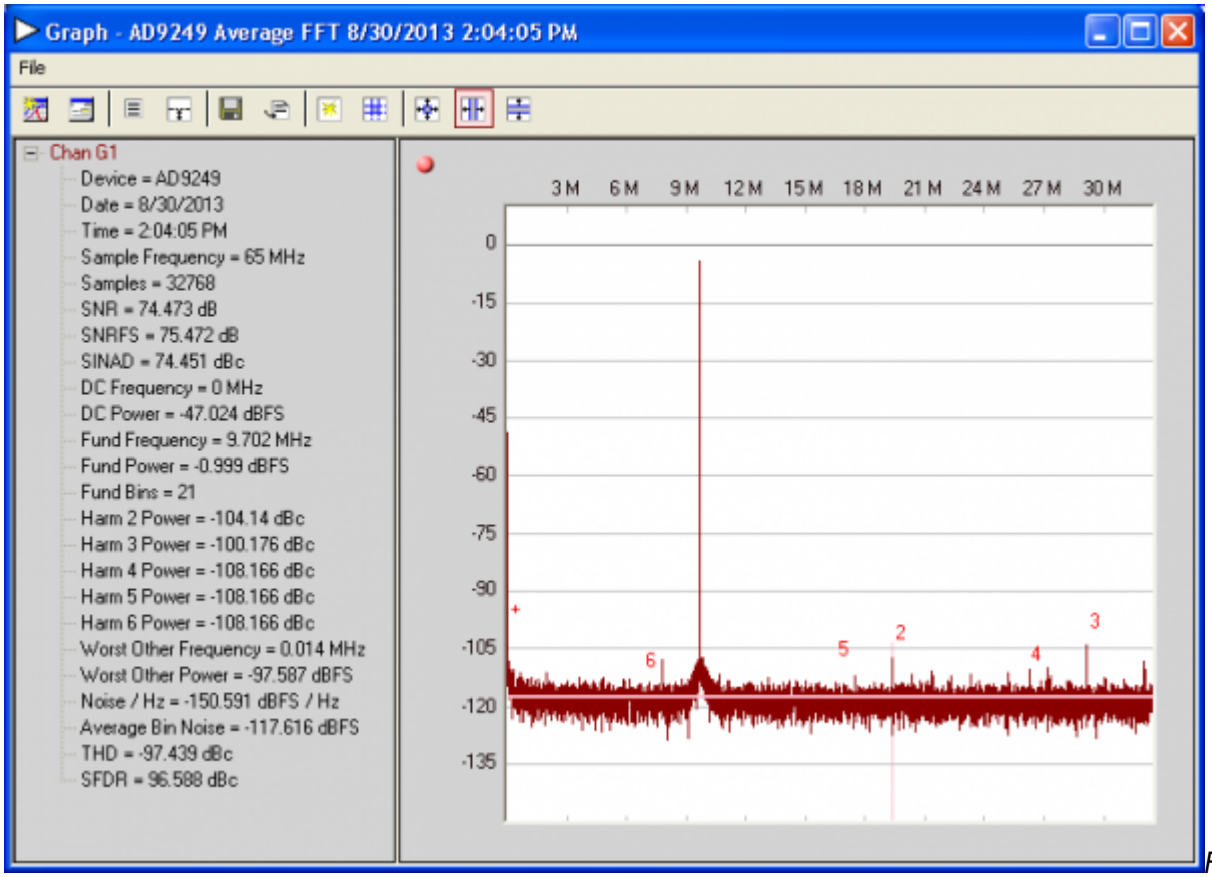

Figure 13. Graph Window of VisualAnalog
1. Adjust the amplitude of the input signal so that the fundamental is at the desired level. Examine the **Fund Power** reading in the left panel of the **VisualAnalog Graph - AD9249 FFT** window (see Figure 13).